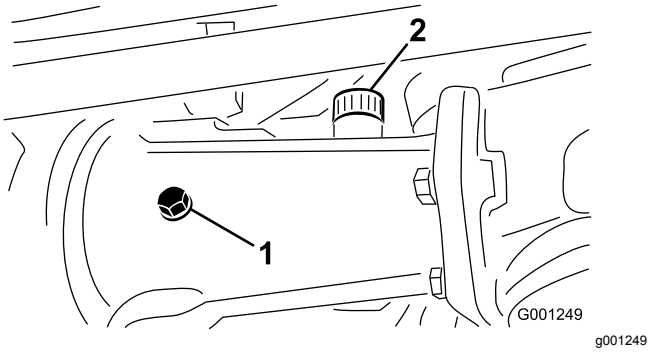
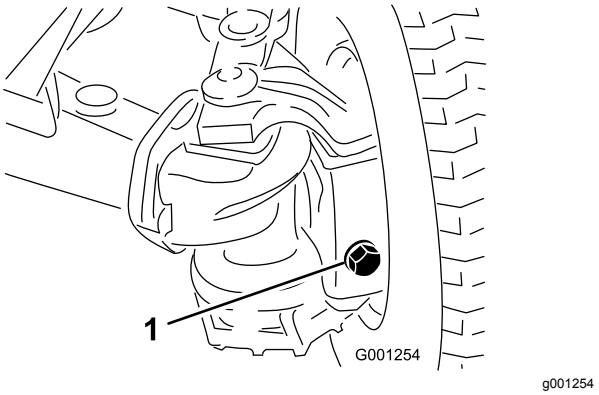

Figur 59
Figur 60
2. Ta bort kontrollpluggen från centrumaxelns hus, axeln och påfyllnings-/kontrollpluggarna vid varje yttre axelhus (Figur 59 och Figur 60).
3. Kontrollera att oljan når upp till gängorna på botten av varje plugghål (Figur 59 och Figur 60).
A. Ta bort påfyllningspluggen (Figur 59) om du fyller på centrumaxel hus.
B. Fyll på med angiven bakaxelolja i axelbehållaren eller -behållarna tills oljenivån når upp till botten av kontrollpluggens hål (Figur 59 och Figur 60).
C. Vid borttagning av pluggen från centrumaxelns hus stryker du PTFE-gängtätning på påfyllningspluggens gängor och monterar tillbaka den i huset (Figur 59).
5. Stryk PTFE-gängtätning på kontrollpluggens gängor från centrumaxelns hus och påfyllnings-/kontrollpluggarna från de två yttre axelhusen (Figur 59).
6. Montera kontrollpluggen i centrumaxelns hus och påfyllnings-/kontrollpluggarna i de två yttre axelhusen (Figur 59 och Figur 60).
8. Stryk PTFE-gängtätning på kontrollpluggens gängor från centrumaxelns hus och påfyllnings-/kontrollpluggarna från de två yttre axelhusen. Se Figur 59 och Figur 60 i Kontrollera oljan i bakaxeln (sida 52).
9. Montera kontrollpluggen i centrumaxelns hus och påfyllnings-/kontrollpluggarna i de två yttre axelhusen. Se Figur 59 och Figur 60 i Kontrollera oljan i bakaxeln (sida 52).